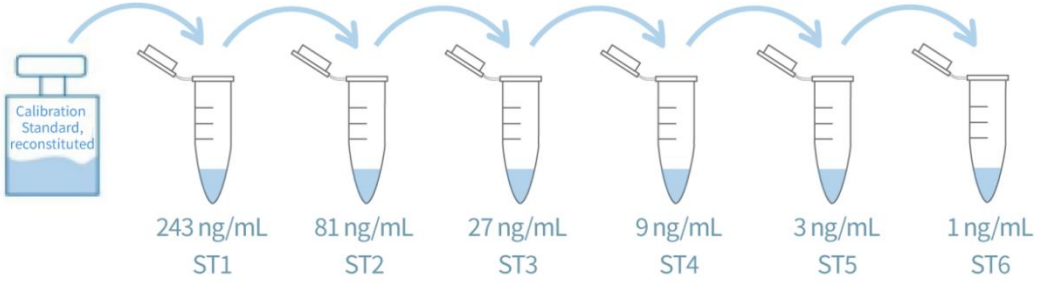

Figure 3.Graphic scheme of Sf9 HCP Calibration Standard solutions
(3) Preparation of Calibration Standard solutions
- Prepare Sf9 HCP Calibration Standard solutions as shown in Figure 3 and Table 3.